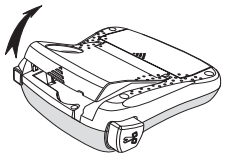

Figura 3
1. Per aprire il comparto della cartuccia, sollevare la copertura. Vedere Figura 3.